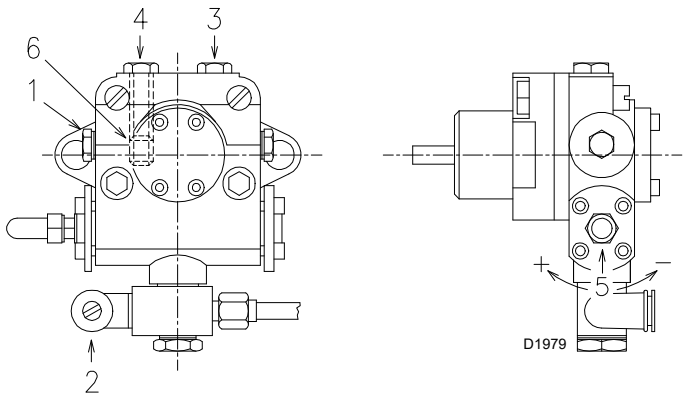

Fig. 31
Pour que la pompe puisse s'auto-amorcer, il est indispensable de desserrer la vis 3)(Fig. 31) de la pompe pour vider l'air contenu dans le tube d'aspiration.
- ➤ Sélectionner le combustible en mettant le sélecteur (Fig. 31) sur « OIL ».
- ➤ Quand le fioul ressort par la vis 3)(Fig. 31) la pompe est amorcée.